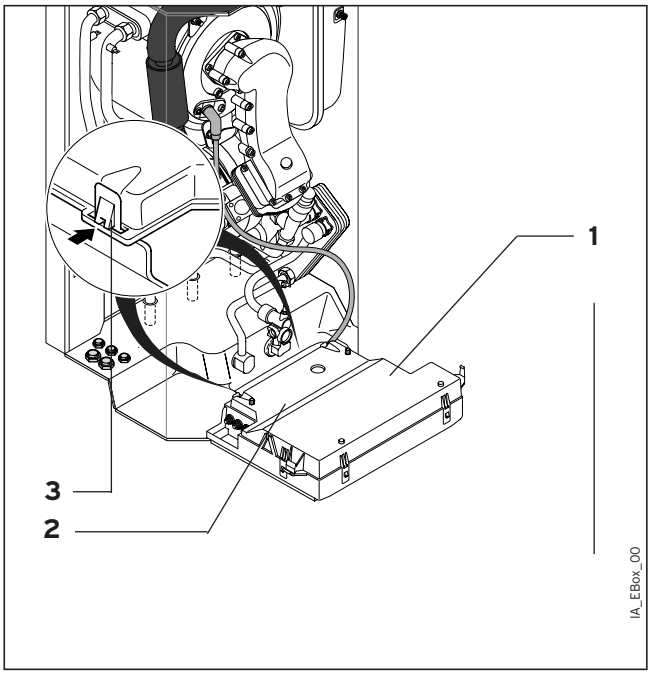

Rys. 4.7 Otwieranie tylnej ściany skrzynki zaciskowej
- Zdjąć z kotła przednią obudowę i odchylić do przodu skrzynkę elektroniczną (**1**) (rys. 4.7).
- Wcisnąć zatrzaski na tylnej pokrywie (**2**) skrzynki w miejscach (**3**) i odchylić pokrywę do góry (p. rys. 4.7).
- Odpiąć zatrzaski tylnej pokrywy skrzynki rozdzielczej (**1**) w miejscach (**2**) i podnieść pokrywę do góry (p. rys. 4.7).